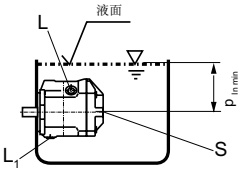

图3
a) 当油箱的最低液面在泵顶端之上或同高，则“L1”、“L”和 “S”口可开放(见图3。)